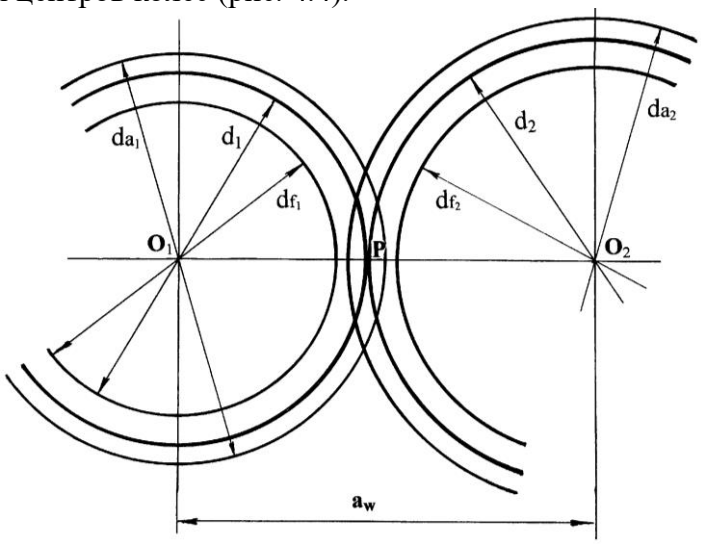

Рис. 4.3. Окружности вершин и впадин зубьев колес
4. Провести окружности вершин и окружности впадин каждого колеса. Окружность вершин одного колеса не должна касаться и, тем более, пересекать окружность впадин другого колеса. Расстояние между ними по линии центров должно быть равно радиальному зазору $c = c^* m$ (рис. 4.3).